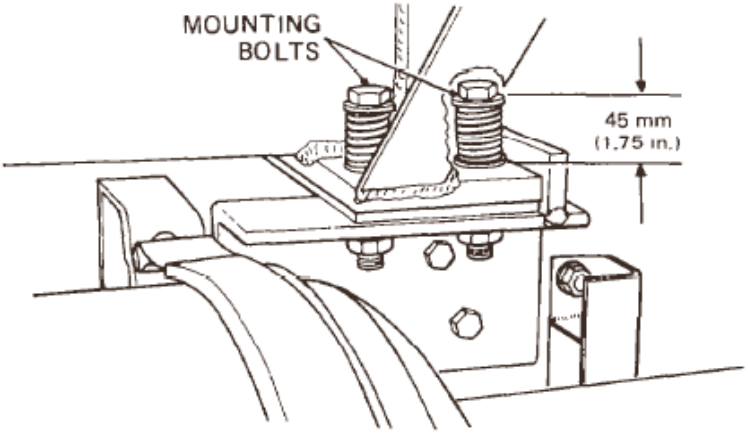

Figure 18 Front Right Support
g. Tighten the locknuts until the compressed spring length is 45 mm (1.75 in.) as shown in Figure 18.